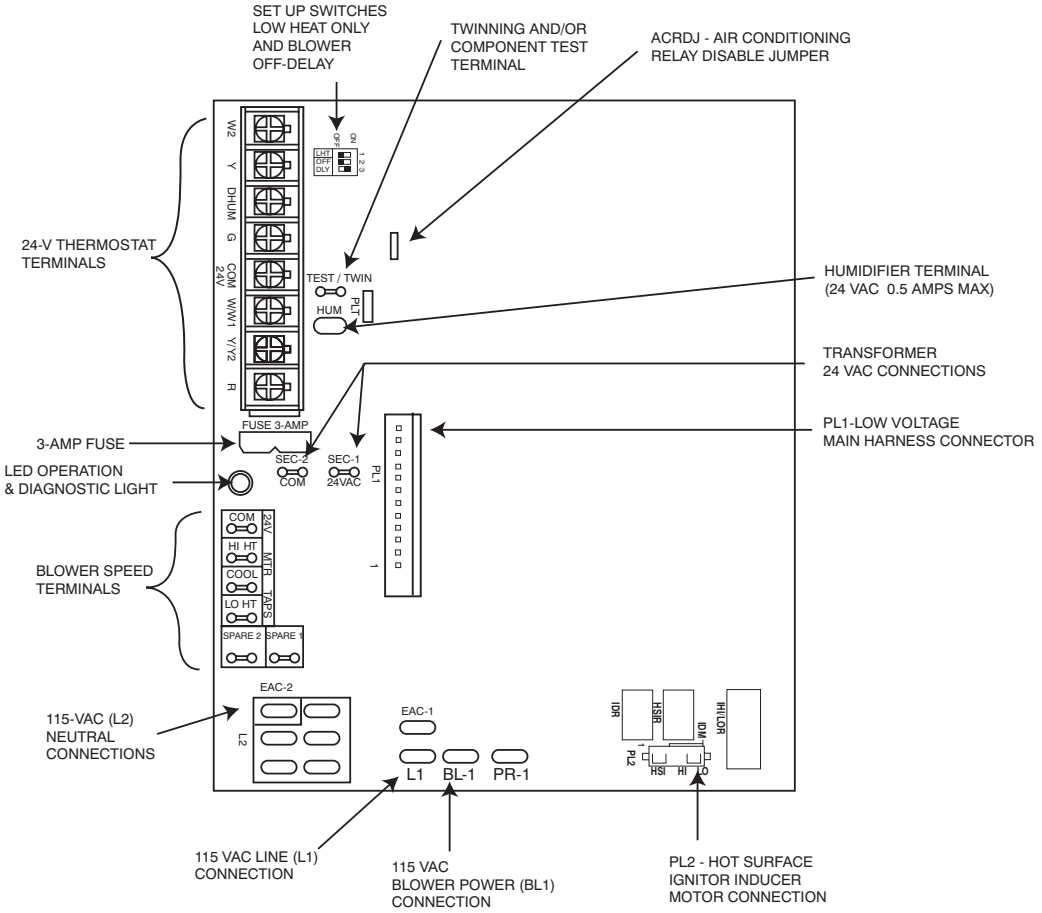

Fig. 17 - Two-Stage Control
The 24-v circuit contains an automotive-type, 3-amp fuse located on the control. (See Fig. 17.) Any direct shorts of the 24-v wiring during installation, service, or maintenance will cause this fuse to blow. If fuse replacement is required, use ONLY a 3 amp fuse. The control LED will display status code 24 when fuse needs to be replaced.
4. For approximately 2 sec, short (jumper) the COM-24 v terminal on control to the TEST/TWIN 3/16-in. quick-connect terminal on control until LED turns off. Remove jumper from terminals. (See Fig.17.)